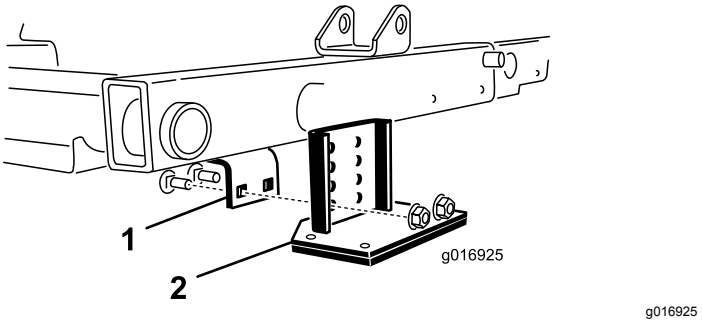

Figur 30
2. Find rammebeslaget over den midterste klippeenhed (Figur 30).
3. Tryk ned på frontrullen over den midterste klippeenhed og bemærk hvilke af tippebeslagets huller, der flugter med hullerne på rammebeslaget, således at der opnås den samme rullekontakt, når tippebeslaget er monteret (Figur 30).
4. Sænk klippeenhederne, og monter tippebeslaget på rammen med de to bræddebolte og to møtrikker, der følger med sættet (Figur 30).